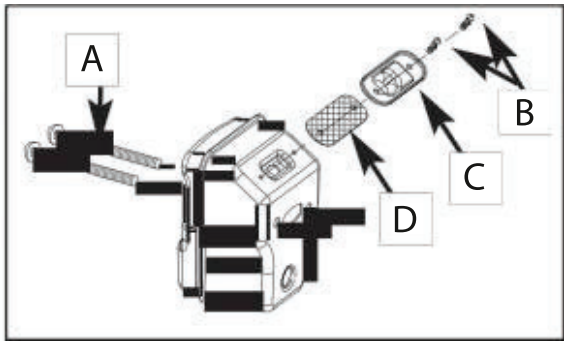

Рис. 17Б
1. Удалите 2 болта (А) и выньте глушитель. (Рис. 17А).